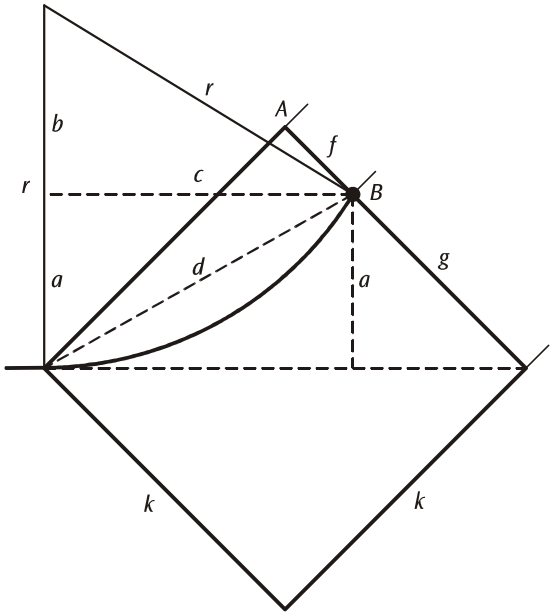

Fig. 4: Representação do cálculo do raio de curvatura r do percurso dos elétrons a partir da distância f entre o ponto de saída B e o ponto angular A
b) O raio de curvatura r do feixe de elétrons desviado é determinado na fig. 4 a partir do ponto de saída B.